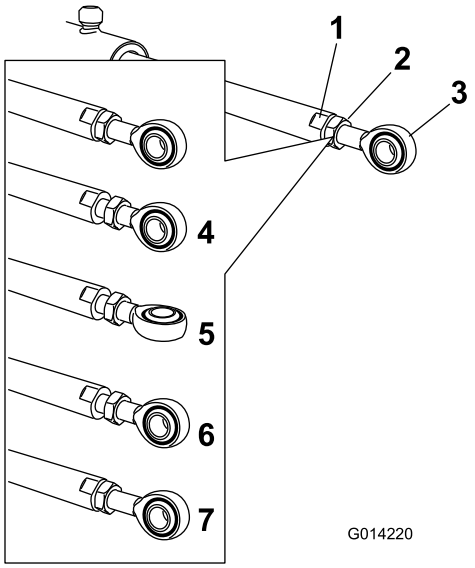

Figura 112
5. Segure a barra do acionador nas partes planas da barra utilizando uma chave inglesa, e depois desaperte a porca de retenção (Figura 112).
6. Rode a extremidade da barra na barra do acionador para diminuir ou aumentar o acionador estendido para a posição desejada (Figura 112).